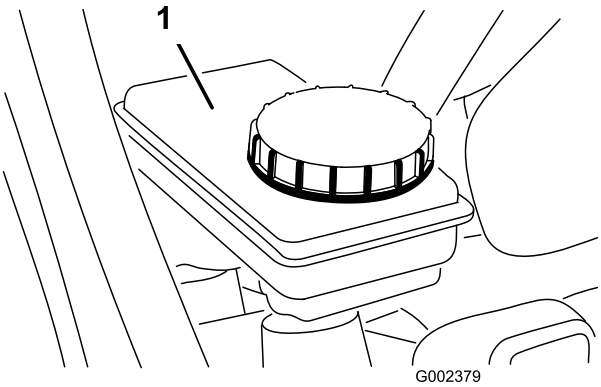

**Figur 23**
2. Vätskenivån ska nå upp till markeringen ”Full” i behållaren (Figur 23).